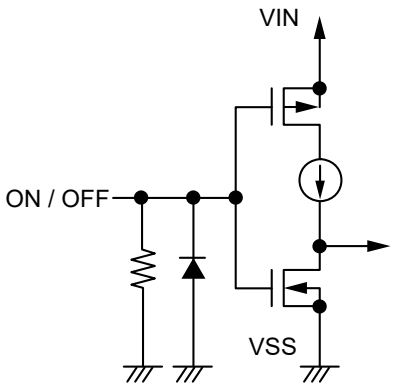
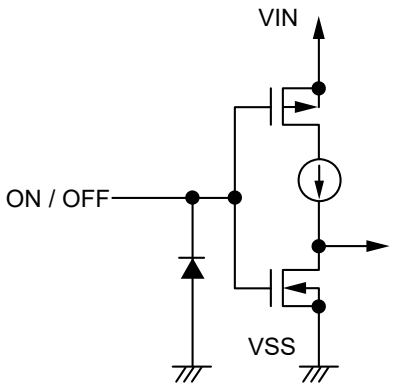

Figure 18 S-1312 Series A / C type
Figure 19 S-1312 Series B / D type
Note that the current consumption increases when a voltage of 0.25 V to V_{IN} – 0.3 V is applied to the ON / OFF pin. The ON / OFF pin is configured as shown in **Figure 18** and **Figure 19**.
***1**. Note that the IC's current consumption increases as much as current flows into the pull-down resistor when the ON / OFF pin is connected to the VIN pin and the S-1312 Series A / C type is operating (refer to **Figure 18**).